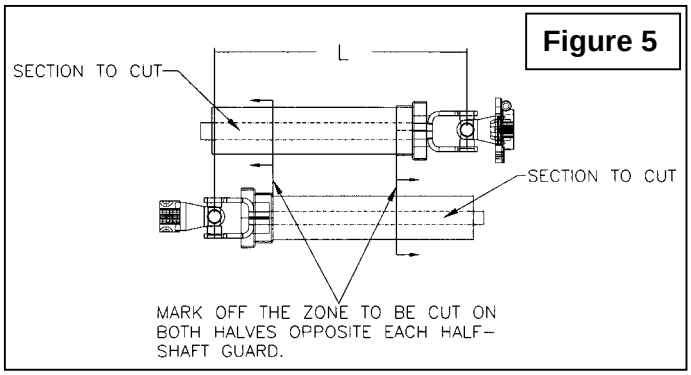

Figure 5
3. Hold the two half-shaft side by side and locate the **"L"** length between the two center-to-center half-shaft universal joints. Mark off the zone to be cut on both halves opposite each half-shaft guard as shown on Figure 5.